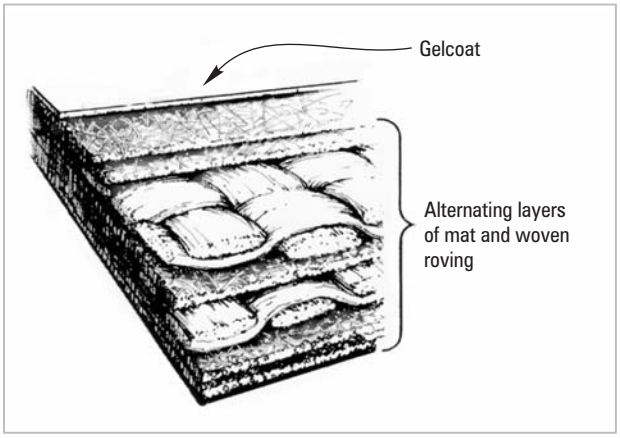

Figure 1-1 *Typical* ***solid*** *(single skin) fiberglass laminate. Various reinforcing fabrics are bonded together with polyester resin.*
Generally, production fiberglass boat hulls are built in a female mold. A release agent is first applied to the surface of the mold, over which the gelcoat material is applied. Gelcoat is usually a pigmented, unsaturated polyester resin and may be anywhere from 12 to 22 mils thick. It is designed to act as a moisture barrier for the underlying laminate, as well as to provide a smooth, glossy, cosmetic finish. Subsequent layers of fabric are saturated with resin and laid up over the gelcoat. There are as many lay-up schedules as there are boats. A typical hull section might consist of the layer of gelcoat, several alternating layers of mat and woven roving, and in many cases a core material such as end grain balsa or foam, followed by several more alternating layers of saturated mat and woven roving *(Figures 1-1 and 1-2)*. Hull thickness may vary from boat to boat. Older boats were often laid up with a solid glass laminate thickness of 1½" (3.8 cm) to as much as 5" (12.7 cm) in the keel areas of the more heavily-built boats. Today, however, the trend is toward thinner, lighter laminates, making the structural integrity of each of the laminate components all the more critical.
b. Minor cracks or scrapes that run through the gelcoat into the first chopped strand mat layers of the laminate *(Figure 1-1)* should be repaired with epoxy using the procedures described below (Section 2.1). Finish with the gelcoat repair technique described later in Section 2.2.1. If necessary, reinforce the laminate to reduce flexing as described in Section 3.